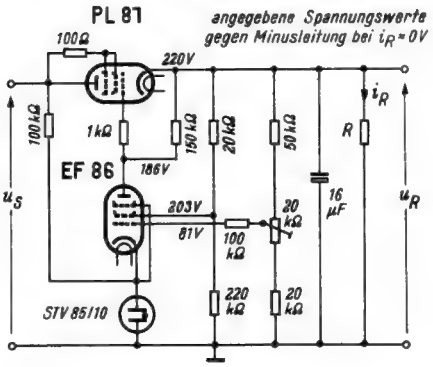

*Bild 25. Praktisches Schaltungsbeispiel mit einer Endpentode PL 81 in Triodenschaltung als Längsröhre und einer Pentode EF 86 im Regelverstärker*
Bild 25 zeigt das praktische Schaltungsbeispiel einer Stabilisierungsschaltung mit einer PL 81 als Längsröhre und einer EF 86 im Regelverstärker. Die Bilder 26 und 27 zeigen die prozentuale Änderung der auf 220 V eingestellten Ausgangsspannung in Abhängigkeit von der Belastung und von der Speisespannung.
*Bild 26. Prozentuale Spannungsänderung in Abhängigkeit von der Belastung: $\Delta u_R$ [%] = f (R). Gemessen bei Speisespannungen von 300 und 400 V in der Schaltung nach Bild 25*
*Bild 27. Prozentuale Spannungsänderung in Abhängigkeit von der Speisespannung: $\Delta u_R$ [%] = f ($u_s$). Gemessen bei Stromentnahmen von 40 mA und 100 mA in der Schaltung nach Bild 25*